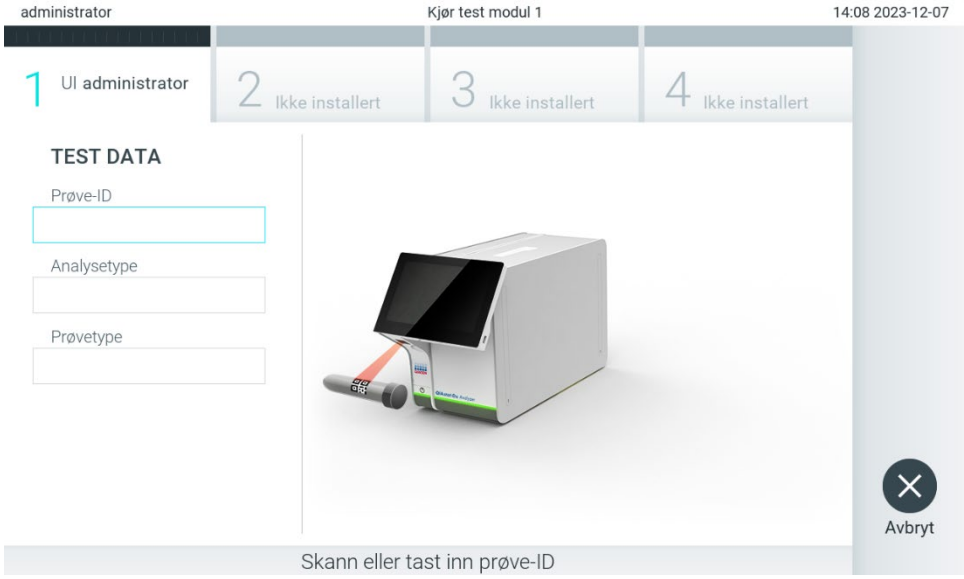

Figur 23. Skanning av strekkoden for prøve-ID.
2. Les av prøve-ID ved hjelp av strekkodeleseren som er integrert i driftsmodulen (figur 23) når du får beskjed om det.